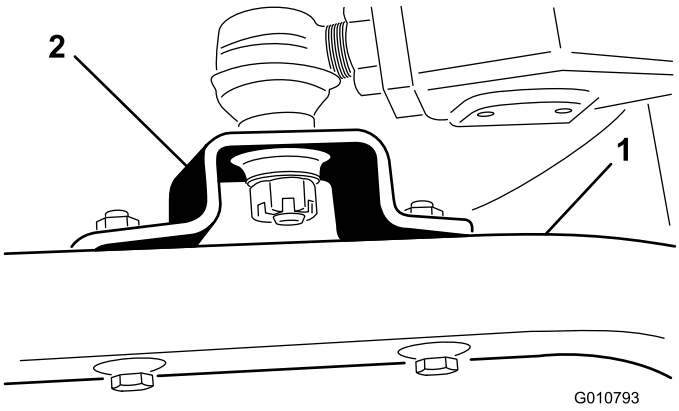

Figura 19
4. Rimuovete le viti a testa cilindrica e i dadi che fissano i supporti del giunto sferico ai bracci della ruota orientabile sull'apparato di taglio (Figura 19).
4. Portate la leva di sollevamento in posizione Float. Spingete i bracci di sollevamento verso il basso in modo che i fori dei supporti del giunto sferico siano allineati con quelli dei bracci delle ruote orientabili (Figura 19).